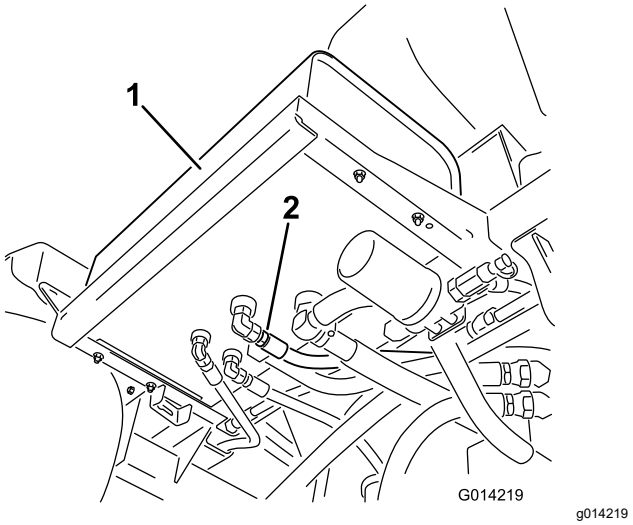

Figura 111
2. Limpe a área em redor da união do tubo hidráulico na parte inferior do depósito de óleo hidráulico (Figura 111).
4. Retire a união da tubagem do depósito, permitindo o escoamento do fluido para o recipiente (Figura 111).